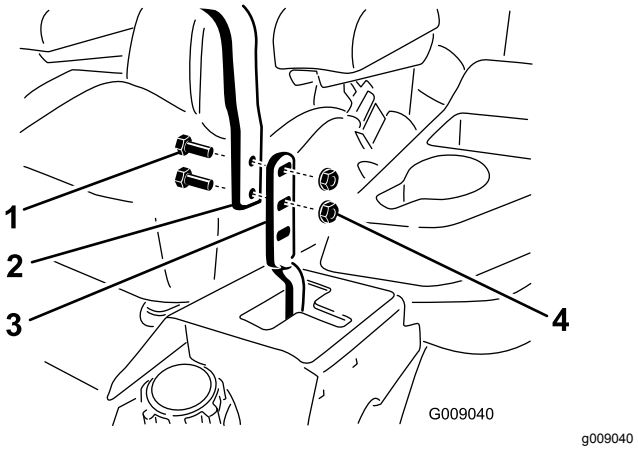

Figur 76
3. Løsn boltene og de flangemøtrikker, der er monteret i håndtagene (Figur 76).
4. Juster håndtagenes position på langs ved at sætte håndtagene sammen i NEUTRAL position, skubbe til dem, indtil de er placeret korrekt, og stramme boltene (Figur 76).